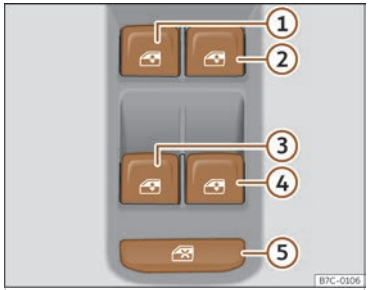

Fig. 88 Détail de la portière du conducteur : commandes des vitres.
La commande de sécurité ››› **fig. 88** ⑤ située sur la porte du conducteur vous permet de désactiver les touches des lève-vitres sur les portes arrière.